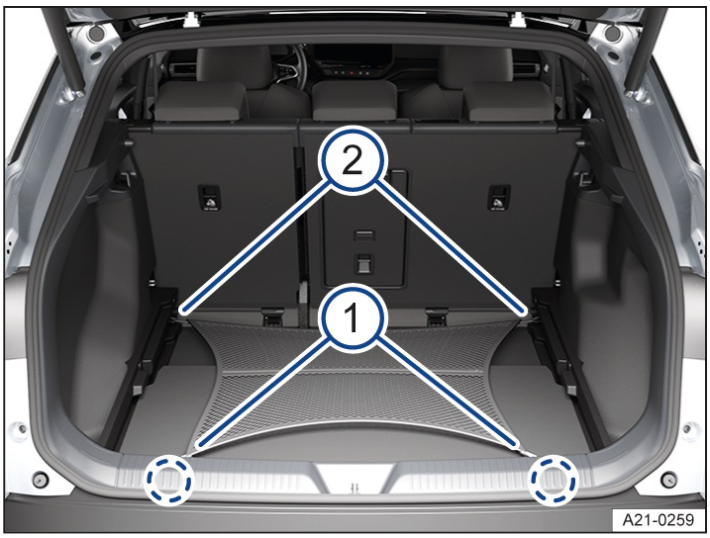

Fig. 1 In the luggage compartment: luggage net fitted flat (illustration).
1. Hook the hooks of the luggage net into the fastening rings→ *Fig. 1* (2) →⚠.